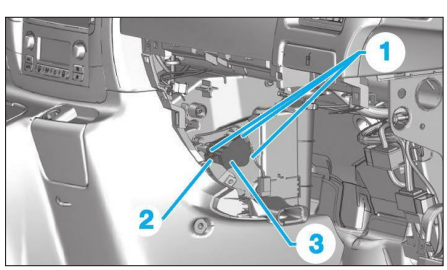

**Fig. 39**
- les 3 vis (1) **(Fig.39)**,
• Déconnecter le connecteur (2).
• Déposer le motoréducteur de mixage d'air droit (3).